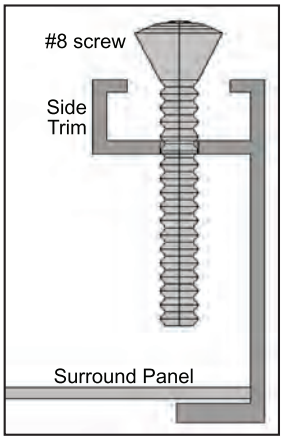

Figure 28: Screw to hold the trim against the surround.
5. On the side trims there are holes 2" (50 mm) from either end. Using a Phillips screwdriver to place a #8 screw 1¼" long in each hole and tighten (refer to Figure 28). This will keep the trim tight against the surround.